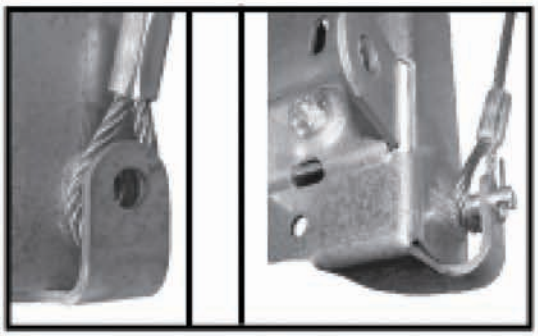

FIG. 3-B FIG. 3-C
Step 3-2: Insert clevis pin through both holes to hold cable in place. Insert the cotter key through the hole in the end of the clevis pin. (FIG. 3-C)